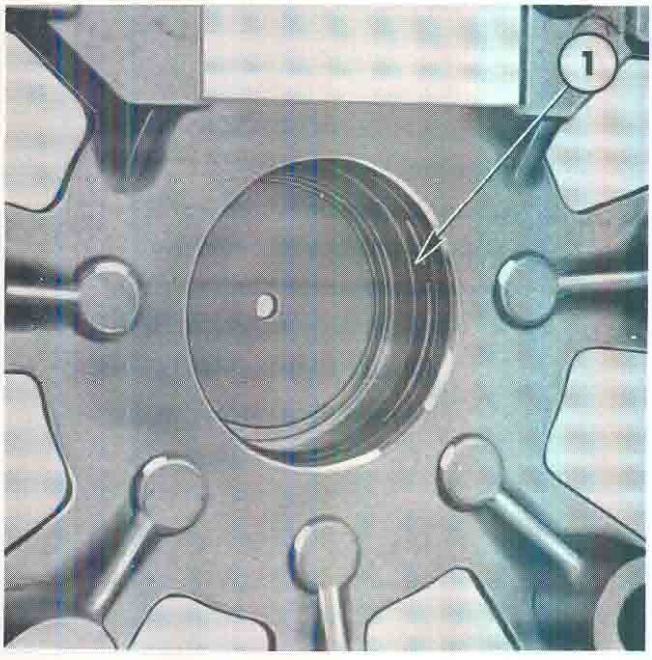

Figure 58
1. Be sure the rear bearing retainer (O-Ring), Figure 58, is installed in the recess.